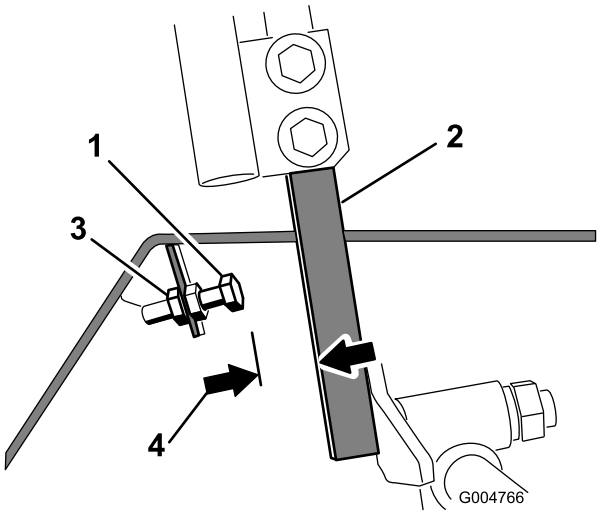

Figur 60
4. Løsn kontramøtrikken på stopbolten for det ene af bevægelseshåndtagene (Figur 60).